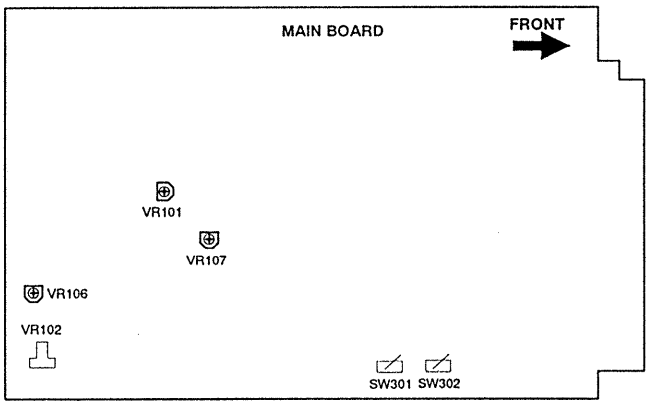

Figure 4-1 Location of on Main board
1. Input a cross hatch pattern in 93.75KhZ (1600X1200) mode and adjust VR101 on the main board (see figure 4-1 for approximate location) so the high voltage is in the range 28kV~30kV the set will shut down.
Input a raster pattern (video OFF) in primary mode and push the external brightness control button to maximum. Adjust VR102 (see Figure 4-1 for approximate location) so that the voltage of G1 read on a digital multimeter is -45V±1.
3. Before carrying out white balance adjustment, make sure that the VR106 (see Figure 4-1 for approximate location) position shall be turn counterclockwise to the end (ABL no action).
4. Before carrying out white balance adjustment, make sure that the internal contrast VR107 (see Figure 4-1 for approximate location) shall be turn to the center position.